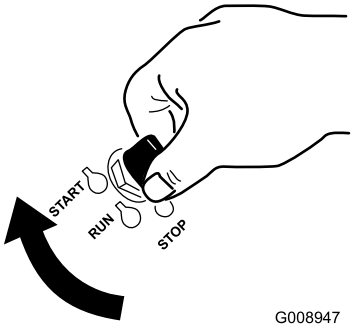

Figura 14
1. Girate la chiave di accensione in posizione di avvio (Figura 14). Rilasciatela quando il motore si accende.
7. Girate la chiave di accensione in posizione di avvio (Figura 14). Rilasciatela quando il motore si accende.